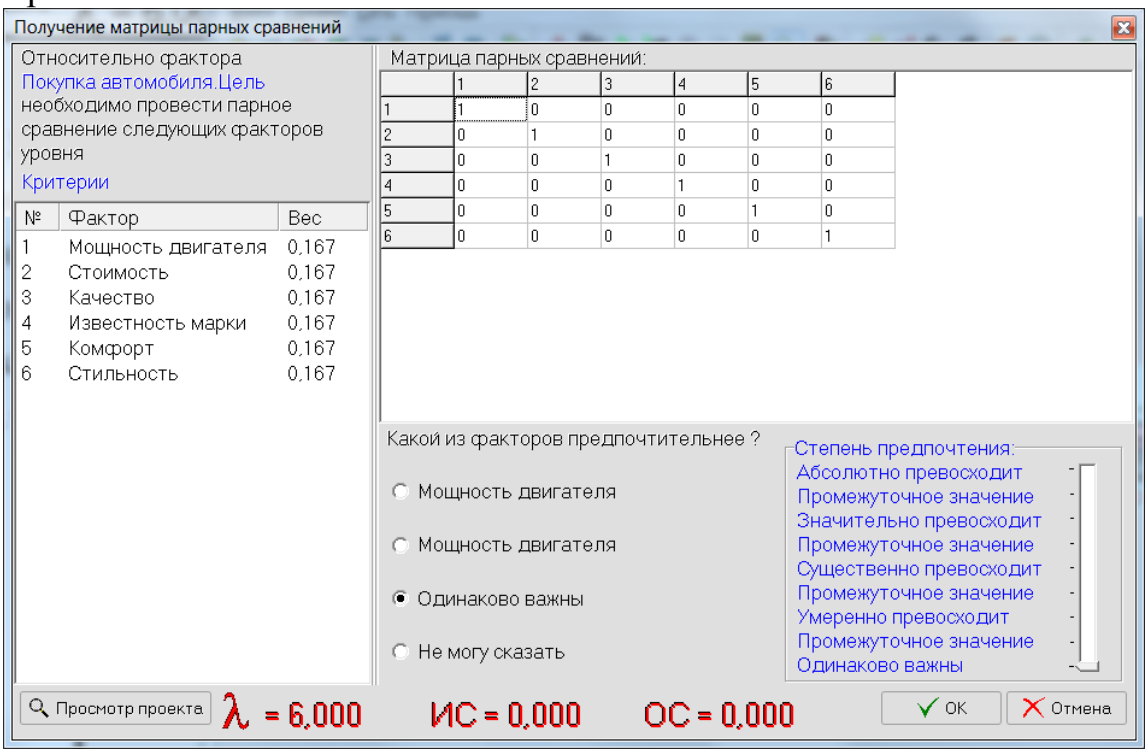

Рис. 18. Окно «Получение матрицы парных сравнений»
2. С помощью команды *«Проект» – «Расчёт»,* вызвать окно, показанное на рис. 18: